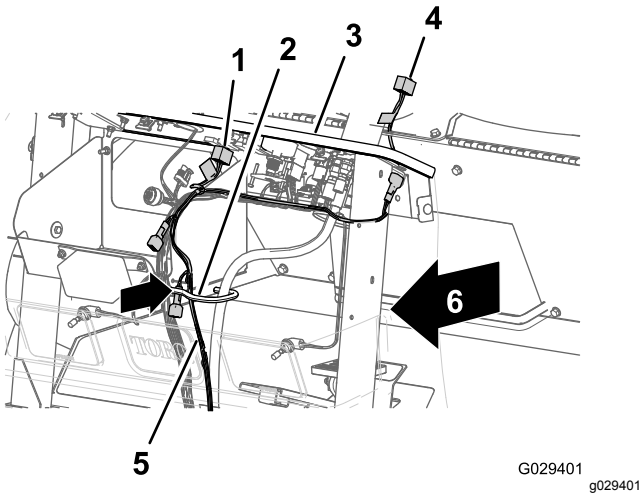

Figur 197
3. Før 240 cm afgreningen af ledningsnettet til instrumentpanelet gennem kransen i åbningen på den fremadrettede skotfitting og på den indvendige side af kablet og slangekrogen (Figur 197).